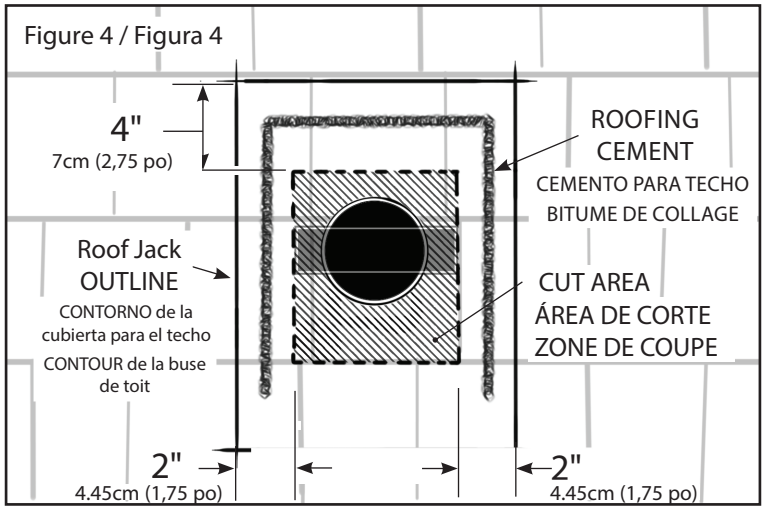

Figure 4 / Figura 4
5. Cut shingles as shown allowing the shingles to fit around the housing of the roof jack when installed. Apply roofing cement to seal around the ductwork as shown below. (Figure 4)
5. Couper les bardeaux comme montré de manière à ce qu'ils s'adaptent autour du boîtier de la buse lorsqu'elle est installée. Appliquer le bitume de collage autour du conduit comme montré ci-dessous. (Figure 4)